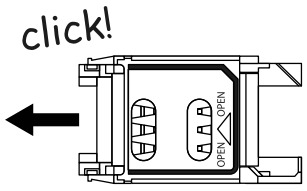

Fig. 52
1. On the back of the Art.4810 GSM PRO module slide the SIM holder to the left until it 'clicks', as shown in **Fig.52**.